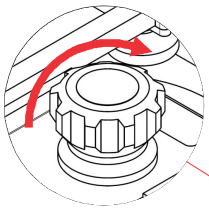

Figure 1.2
- Tighten the turn-knobs on both suction cups clockwise (Figure 1.2) to activate suction force untill duly sucked on the stone's surface.